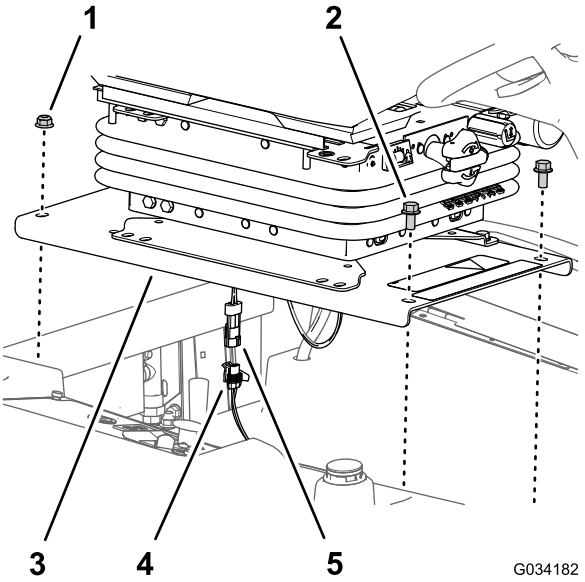

Figur 38
1. Fjern de to flangehovedbolte (3/8 x 3/4 tomme), der fastgør sædepladens forside til maskinens chassis (Figur 38).
2. Fjern de to flangelåsemøtrikker (3/8 tomme), der fastgør sædepladens bagside til maskinens chassis (Figur 38).
4. Frakobl 2-bens konnektoren på dødemandskontaktens ledningsnet fra 2-sokkelkonnektoren på maskinens ledningsnet (Figur 38).
2. Tilkobl 2-bens konnektoren på dødemandskontaktens ledningsnet til 2-sokkelkonnektoren på maskinens ledningsnet. Se Afmontering af sædet og sædepladen (side 38) i Figur 38.
3. Ret de bageste huller i sædepladen (Figur 38 i Afmontering af sædet og sædepladen (side 38)) ind efter de to bræddebolte (3/8 x 1 tomme) i kølerens kanal.
4. Monter sædepladen (Figur 38) på bræddeboltene med de to flangelåsemøtrikker (3/8 tomme), du fjernede i trin 2 i Afmontering af sædet og sædepladen (side 38).
5. Tilret de forreste huller i sædepladen (Figur 38) efter gevindet på tankens stænger.
6. Monter sædepladen (Figur 38) på tankens stænger med de to flangehovedbolte (3/8 x 3/4 tomme), du fjernede i trin 1 i Afmontering af sædet og sædepladen (side 38).